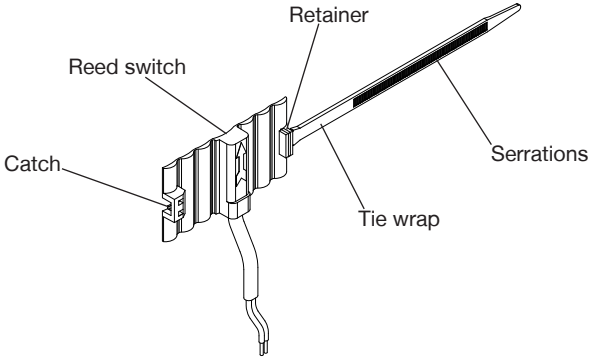

Fig. 3
- Firstly feed the tie wrap through the retainer on the reed switch, ensuring that the tie wrap serrations are facing outwards (Fig 3).